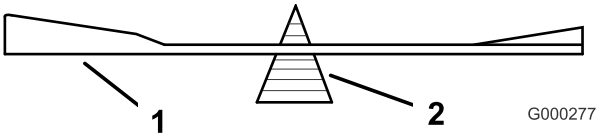
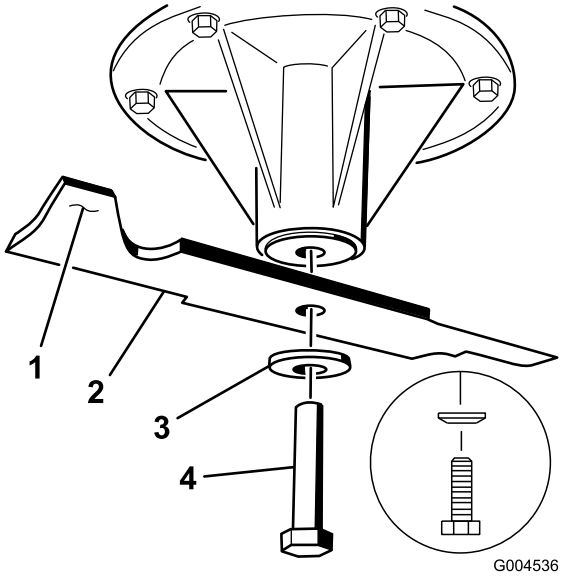

**Figuur 94**
**Figuur 95**
2. Controleer de balans van het mes met een mesbalans (Figuur 94). Als het mes horizontaal blijft, is het in balans en geschikt voor gebruik. Als het mes niet in balans is, moet u wat metaal afvijlen van het uiteinde van de vleugel (Figuur 95). Herhaal dit indien nodig totdat het mes in balans is.
1. Monteer het mes op de as (Figuur 95).
2. Monteer de veerschijf en de mesbout. De conus van de veerschijf moet worden gemonteerd op de boutkop (Figuur 95). Draai de mesbout vast met een torsie van 115–149 Nm.